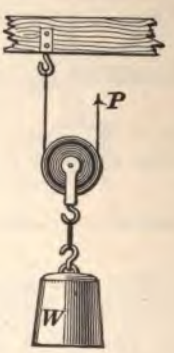
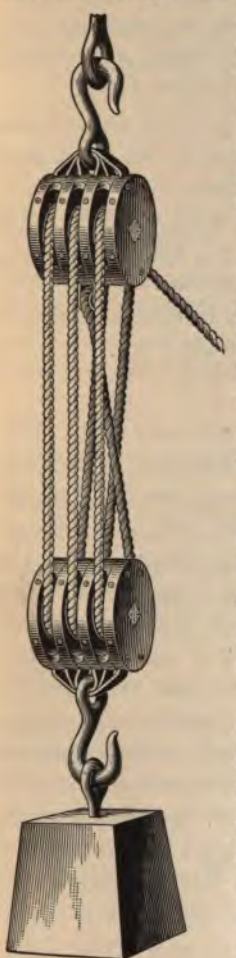

FIG. 29.
FIG. 31.
72. A **movable pulley** is one whose block is movable, as in Fig. 29. One end of the cord is fastened to the beam and the weight is suspended from the pulley, the other end of the cord being drawn up by the application of a force P. A little consideration will show that if P acts through a certain distance, say 1 foot, W will move through *half* that distance, or 6 inches; hence, a pull of 1 pound at P will lift 2 pounds at W.
73. A **combination of pulleys,** as shown in Fig. 31, is sometimes used. In this case there are three movable and three fixed pulleys, and the amount of movement of W, owing to a certain movement of P, is readily found.
EXAMPLE.—In an ordinary block and tackle having three movable pulleys, as shown in Fig. 31, how great a force must actually be applied to raise 2,000 pounds?
77. If the free end of the hauling rope passes first around a stationary sheave, as in Fig. 31, it does not make any difference in what direction in the plane of the sheave the rope is pulled. If it passes first around a movable sheave, however, as in Fig. 29, the pull must be exerted in a line parallel to the line of action of the resistance, or a line joining the